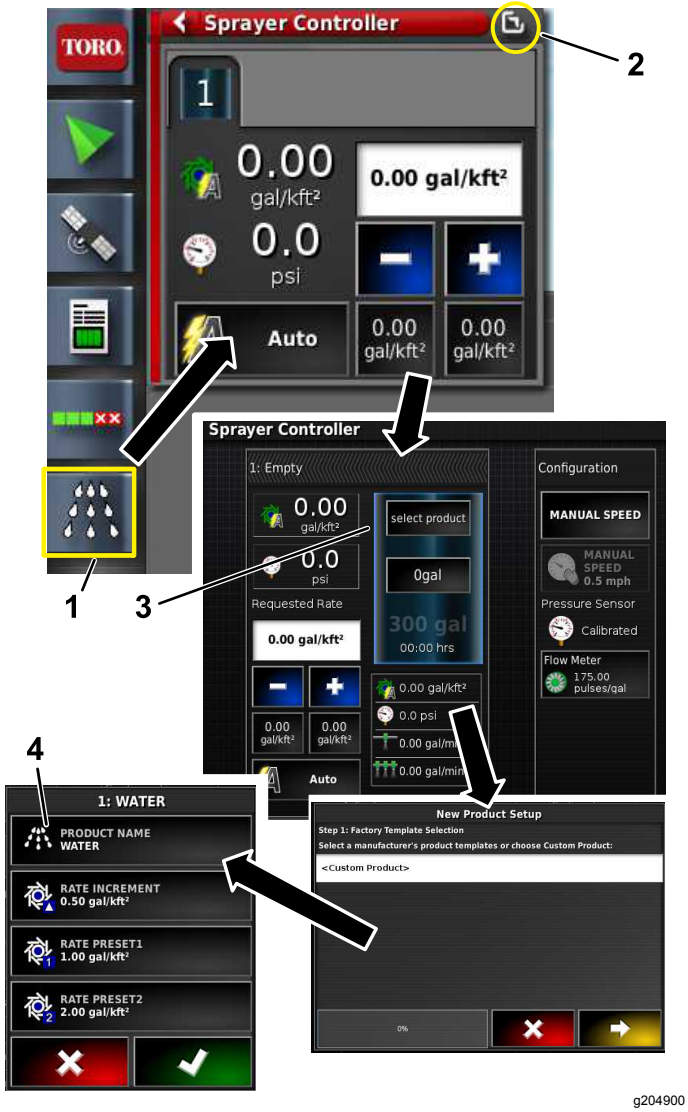

Figure 7
5. Donnez un nom au produit, choisissez les débits puis le taux d'augmentation de débit (Figure 7).